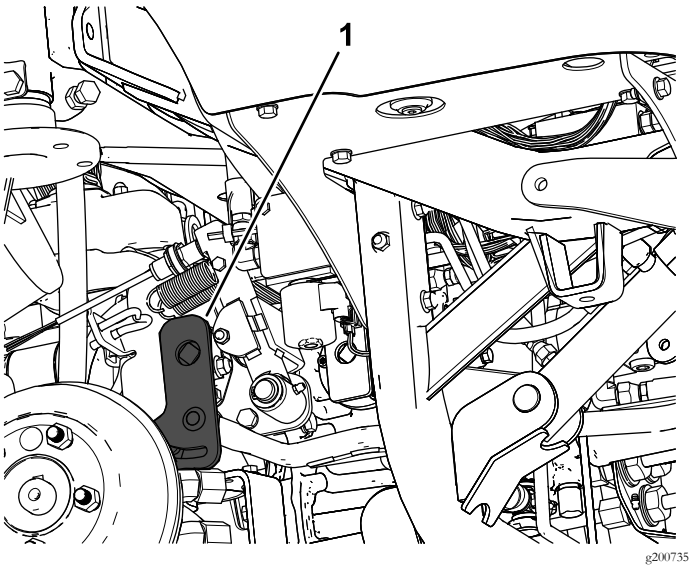

**Figure 4**
1. Localisez et déposer le bras du levier de déplacement (Figure 4).